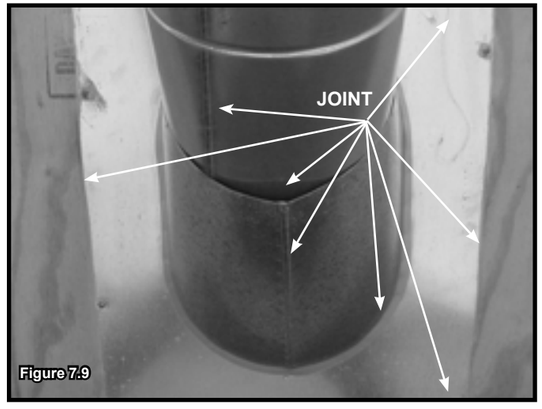

Figure 7.9
- Glissez le solin en tôle galvanisée sur le conduit qui sort du toit, comme il est indiqué à la figure 7.9.
- Scellez le périmètre du solin, là où il entre en contact avec la surface du toit. Voir la figure 7.9.